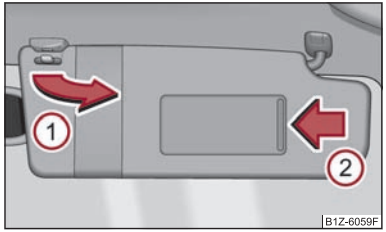

Fig. 42 Pare-soleil: Actionnement
Il est possible de faire sortir le pare-soleil de son support côté conducteur et passager avant et de le rabattre vers la porte dans le sens de la flèche (1) ⇒ fig. 42.